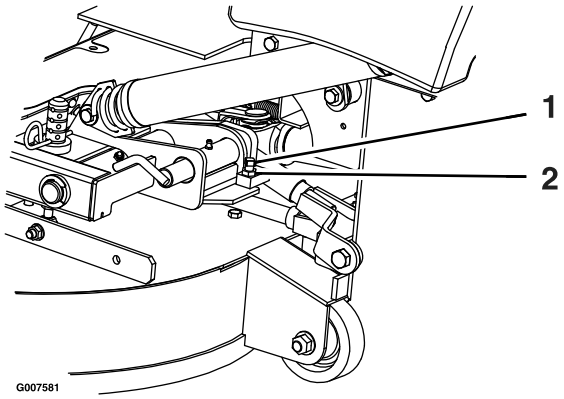

Bild 79
2. Lösen Sie die Klemmmutter und drehen Sie die Anschlagschraube nach rechts, bis der Arretierbolzen fest ist und nicht mit der Hand gedreht werden kann (Bild 79).